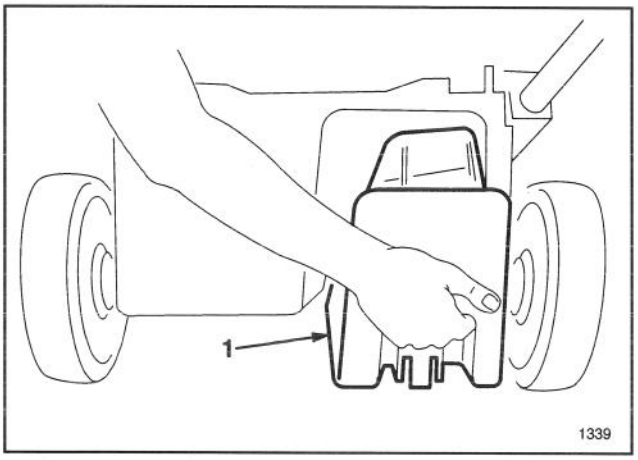

Afbeelding 4
2. Open het afvoerdeurtje en steek de afsluiter in de opening in de afvoerkoker (Fig. 4).